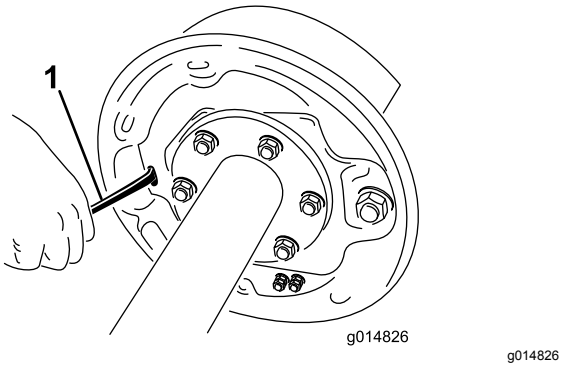

Figur 62
4. Bruk en skrutrekker til å rotere stjernehjulet på justeringsenheten slik at bremseskoene utvider seg (Figur 62).